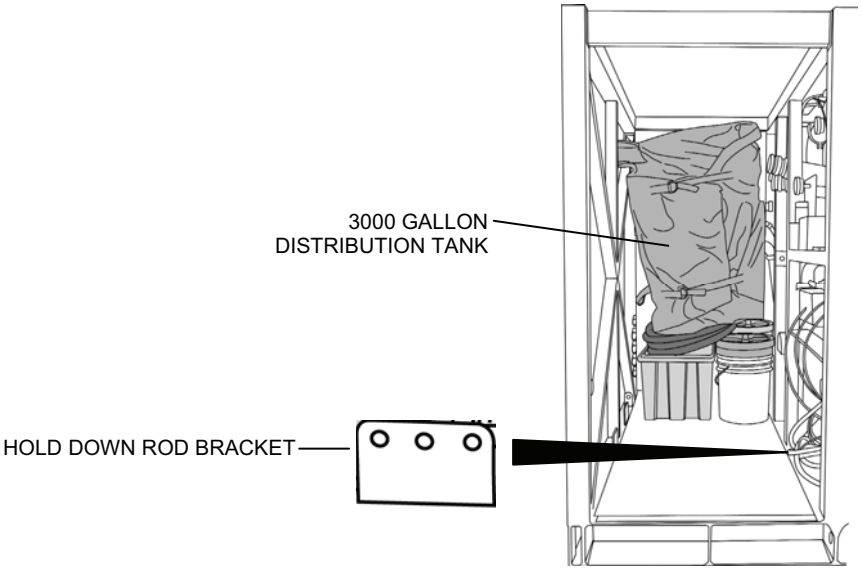

Figure 7. Operator Station Packout 3.
12. Place one of the 3,000-gallon distribution tanks on top of the power cable (Figure 7):
14. Attach the long end of a 10-ft. ratchet strap to the center hole of the hold down rod bracket on the floor below the feed flow control panel and temporarily lay the strap out of the way on top of the frame above the feed flow control panel (Figure 7).